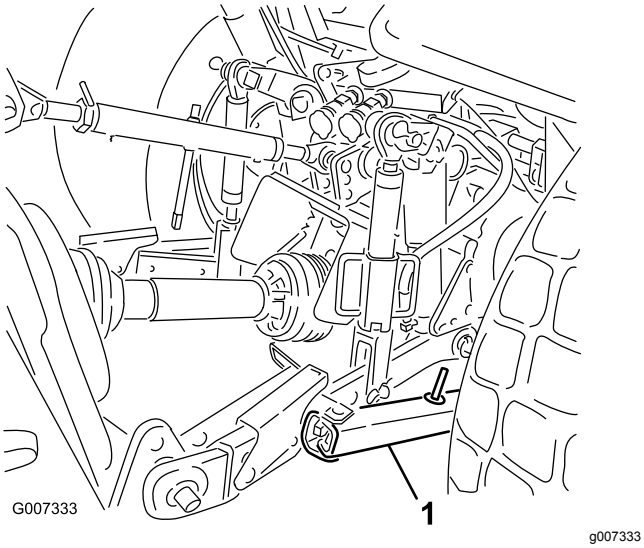

Figur 28
1. Justera krängningslänkarna på de nedre lyftarmarna så att krängningarna från sida till sida minimeras till högst 25 mm åt varje håll (Figur 28).